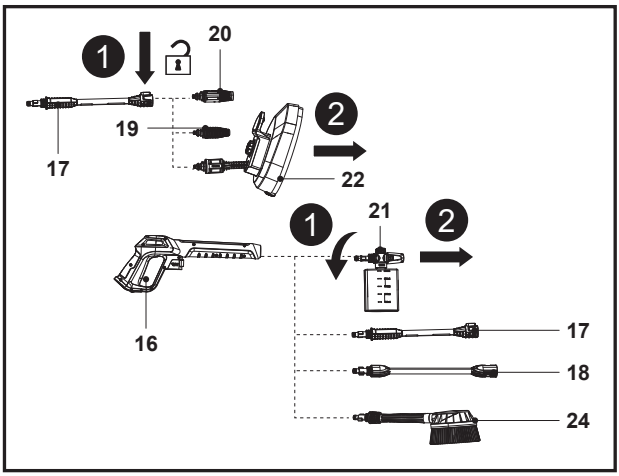

Fig. 21
1. Deconectează duza (19 / 20 / 22) de la extensia de lance (17) sau duza pentru recipientul cu detergent (21), peria de spălare (24), extensia de lance (17), tija extensibilă (18) de la pistolul pulverizator (16) (fig. 21).